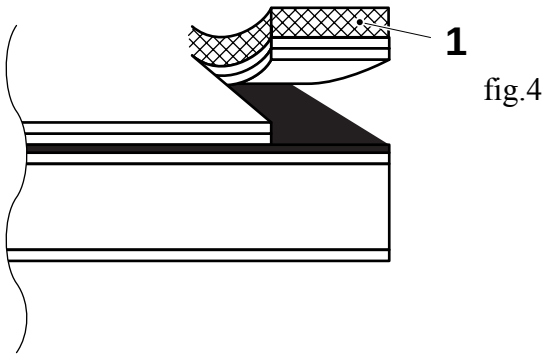

fig.4
- las dos capas internas se retiran con la tira (1), dejando al descubierto la lámina de aluminio (fig. 4)